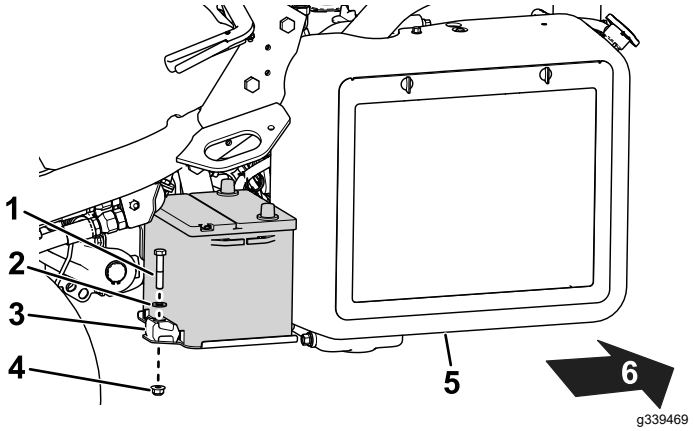

Figure 36
2. Retirez les fixations qui maintiennent la batterie sur son support (Figure 36) et sortez la batterie.
5. Placez la batterie sur son support et fixez-la en place avec les fixations retirées précédemment (Figure 36).